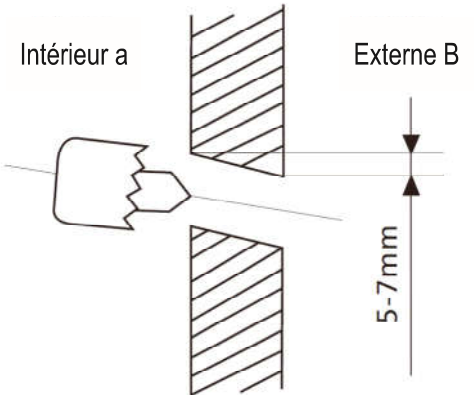

fig. 11 -
5. 5. Faites un trou de Ø65 mm (ou Ø 90mm selon le modèle) sur le mur ("fig. 11 -"1), en descendant légèrement vers l'extérieur, en commençant à percer un côté du mur (A) et en finissant du côté opposé (B) pour éviter une rupture anormale du mur lui-même.